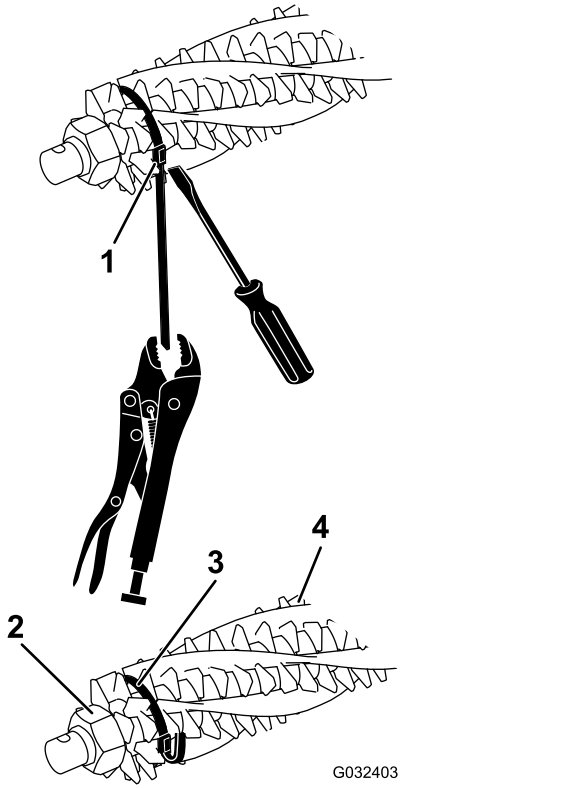
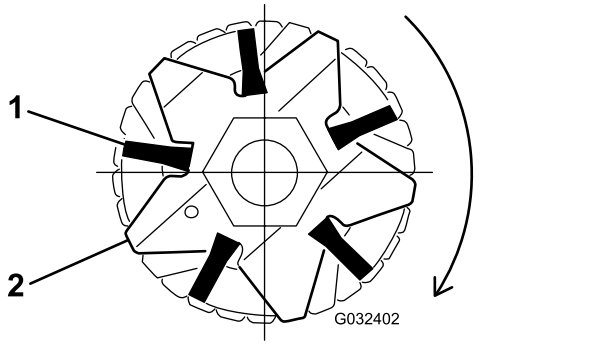

Figura 16
Figura 18
2. Allentate i dadi di fissaggio della lama del groomer su ciascun'estremità dell'albero grooming (Figura 16).
4. Verificate che le spazzole siano alloggiate nelle scanalature della lama del groomer (Figura 16 e Figura 18).
5. Avvolgete le cinghie senza serrare, come mostrato in Figura 16, attorno alle spazzole e all'albero del cilindro del groomer inserendo le cinghie nelle scanalature delle spazzole Figura 18.
Nota: In caso di errato alloggiamento delle spazzole nelle scanalature della lama, allentate i dati di fissaggio della lama del groomer a ogni estremità dell'albero, posizionate correttamente le spazzole nelle scanalature della lama e serrate i dati di fissaggio della lama del groomer (Figura 16).
7. Spingendo un cacciavite contro la fibbia della cinghia, afferrate la cinghia con le pinze e tiratela saldamente fino a quando non si blocca nelle scanalature della spazzola (Figura 16).